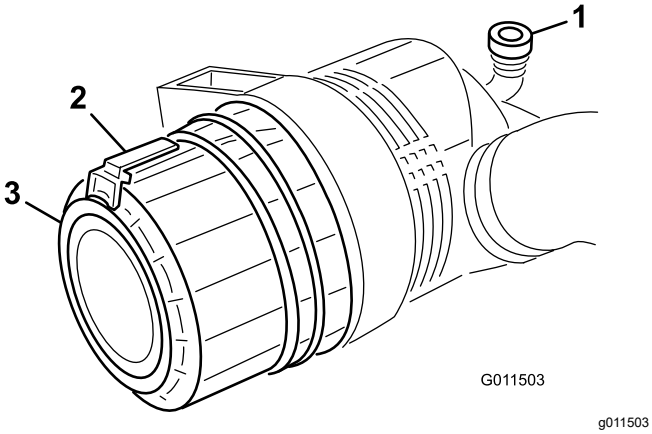

Figur 85
2. Træk låsen udad, og drej luftfilterdækslet mod uret (Figur 85).